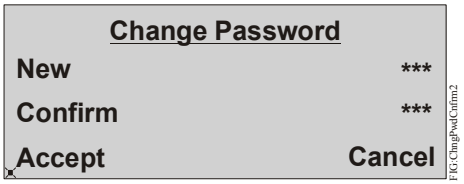

Figure 17: Change Password Page
8. Reenter your new password, select Accept, and press Enter. The Change Password confirmation page reappears (Figure 17).